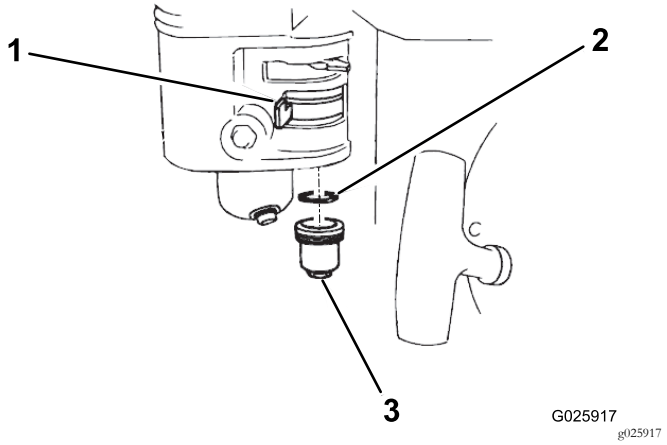

Figur 35
1. Flyt brændstofventilen til positionen OFF (slukket), og fjern derefter bundfældningsskålen til brændstof og o-ringen (Figur 35).